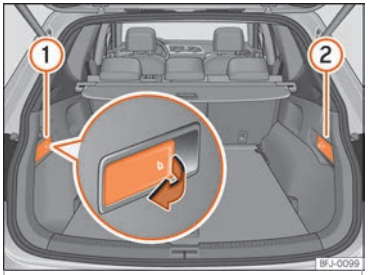

Fig. 156 Nel bagagliaio: leve per lo sblocco dal bagagliaio del lato sinistro ① e destro ② dello schienale posteriore.
• Tirare la leva di sblocco ››› **fig. 156** dalla parte dello schienale che si desidera ribaltare.